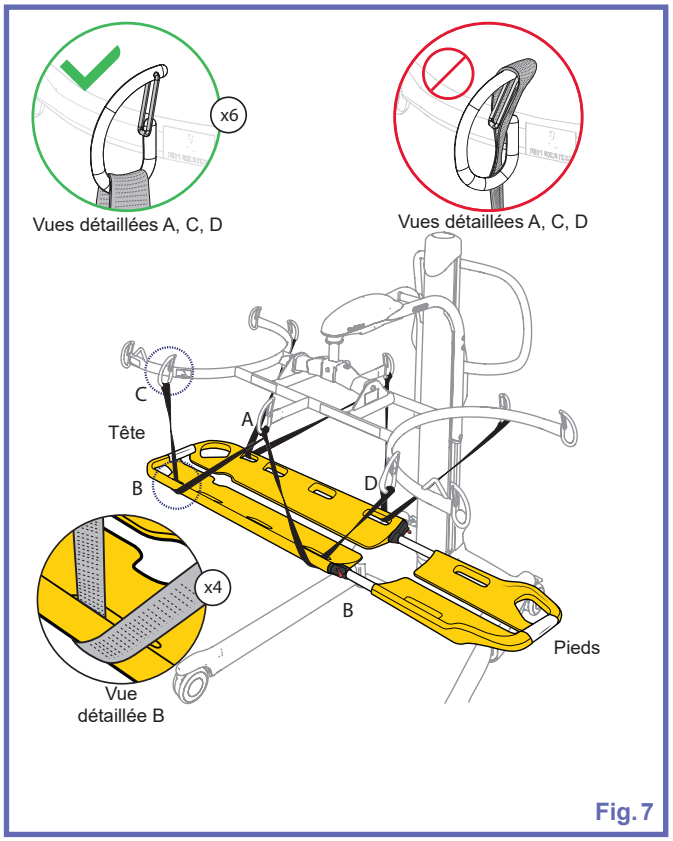

Fig. 7
3) Vérifier que les deux boucles sont fermement fixées aux crochets comme illustré dans la « Fig. 7 », vue détaillée A.
Attacher les sangles au cadre de civière selon les emplacements indiqués à la Figure 7.
4) Acheminer les deux sangles au niveau de la tête en les passant sous le Ferno Scoop EXL Stretcher aux points de suspension, comme illustré dans la « Fig. 7 », vue détaillée B. Fixer les sangles aux crochets du cadre de civière comme illustré dans la « Fig. 7 », vue détaillée C.
1) Acheminer les deux sangles au niveau des pieds en les passant sous le Ferno Scoop EXL Stretcher aux points de suspension, comme illustré dans la « Fig. 7 », vue détaillée B. Fixer les sangles aux crochets du cadre de civière comme illustré dans la « Fig. 7 », vue détaillée D.